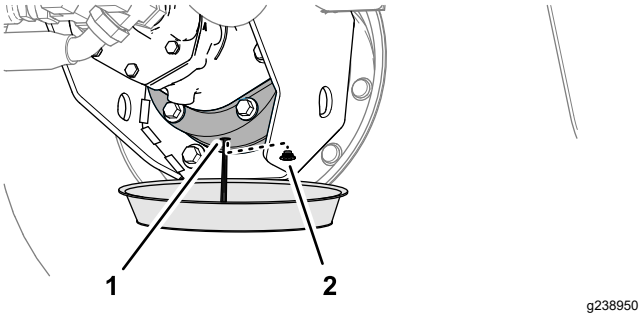

Рисунок 100
6. Установите сливной поддон под корпус тормоза, снимите пробку сливного отверстия и дайте маслу полностью стечь (Рисунок 100).